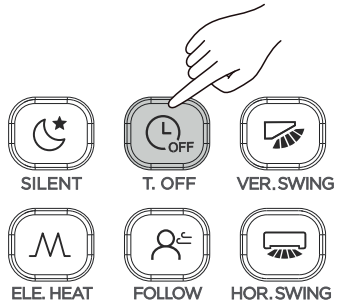

Rysunek 3.18
② Zmień ustawienia programatora za pomocą przycisków (ON),▲,▼.
③ Po ustawieniu programatora, informacja o czasie załączenia zostanie przesłana do jednostki wewnętrznej.
① Naciśnij przycisk (OFF) (patrz Rysunek 3.18), na wyświetlaczu pilota pojawi się komunikat “Timer Off” oraz w polu programatora “0.0h Later Off”. W tym momencie można skonfigurować programator czasu wyłączenia.